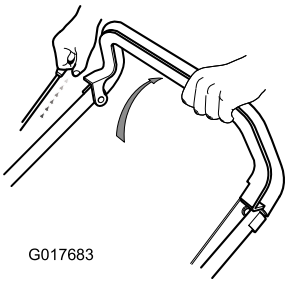

Figuur 12
1. Houd de motorstophendel tegen de duwboom (Figuur 12).
2. Trek aan de handgreep van het startkoord (Figuur 12)